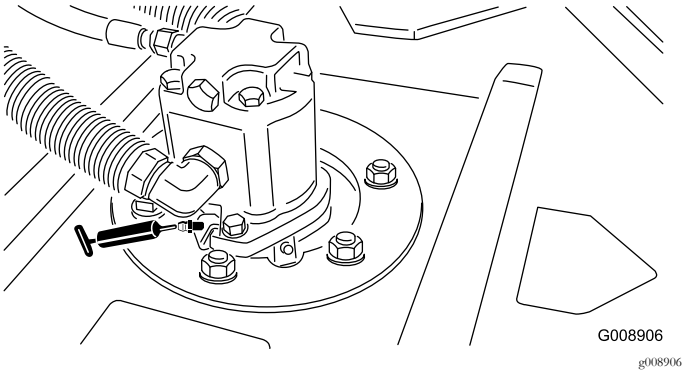

**Figura 37**
- Cuscinetti dell'asse del mandrino dell'apparato di taglio (2 per apparato di taglio)—Figura 37